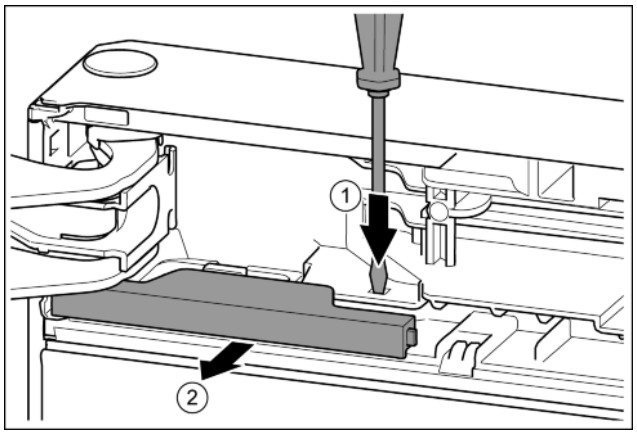

Fig. 14
▶ Press the tab with the slotted screwdriver. *Fig. 14 (1)*
▶ Pull cover out of the catch mechanism. *Fig. 14 (2)*